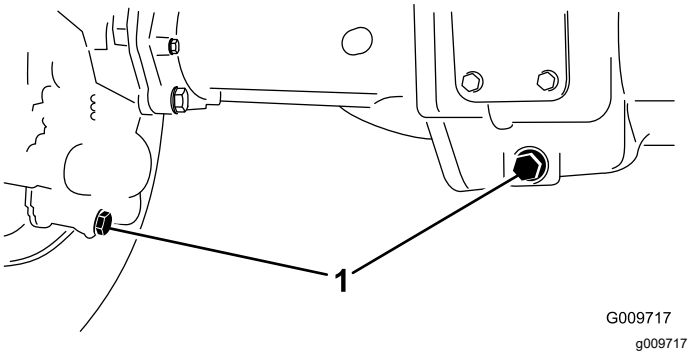

Figuur 112
2. Reinig de omgeving van de 3 aftappluggen, 1 aan elke kant en 1 in het midden (Figuur 112).